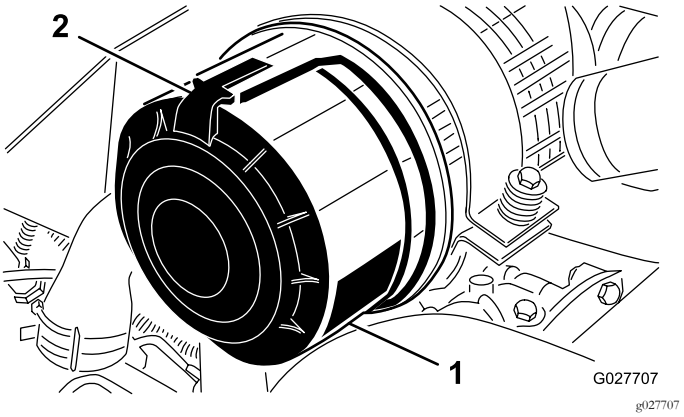

Figur 62
1. Utløs låsene som fester luftrenserdekslet til luftrenserhuset (Figur 62).